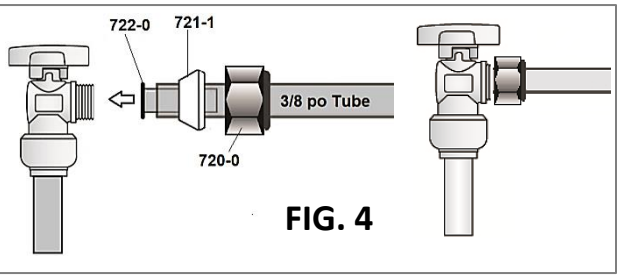

FIG. 4
13. Voir fig 4. Glissez l'écrou de compression (720-0) et la douille (721-1) sur le tube 3/8 po (1506). Placez l'insert tubulaire (722-0) dans l'extrémité du tube. Maintenez le tube à fond dans la valve (1505) et serrez fermement l'écrou (720-0) avec une clé.